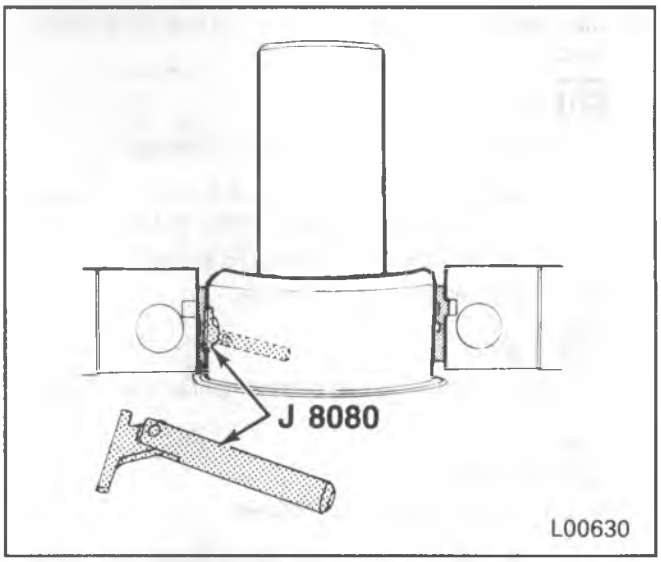

Figure 31—Removing the Main Bearing Insert
Remove or Disconnect (Figure 31)
- Insert J 8080 into the crankshaft oil hole (figure 31).
Install or Connect (Figures 31 and 32)
- Insert tool J 8080 into a crankshaft main bearing oil hole (figure 31).